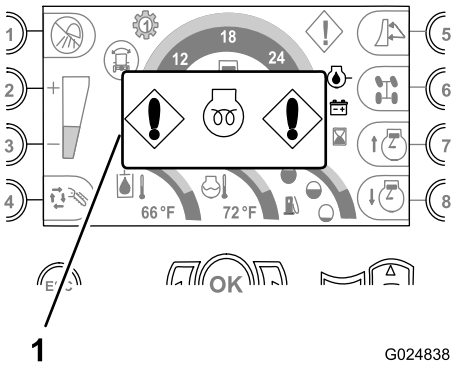

Figura 34
- **Indicador de calentamiento del motor** – Este indicador aparece cuando el interruptor de encendido está en la posición de Encendido y el calentador del aire de admisión del motor esta encendido (Figura 34).
Nota: Espere a que desaparezca el indicador antes de intentar arrancar el motor (Figura 34).